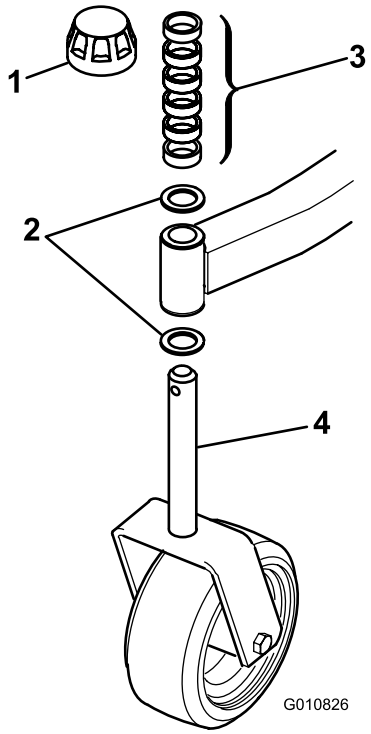
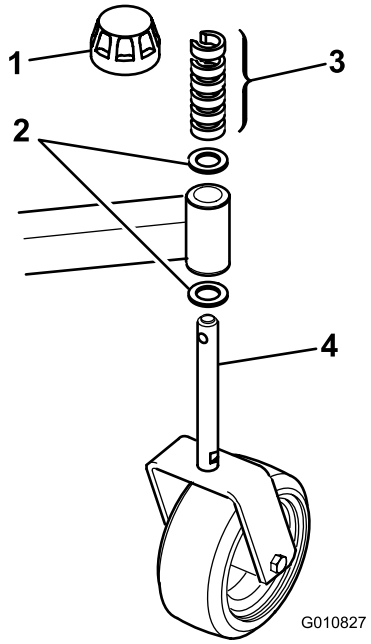

Figuur 2
Figuur 3
1. Verwijder de klemkapjes van de spilassen en schuif de afstandsstukken en drukringen eraf (Figuur 2 en Figuur 3).